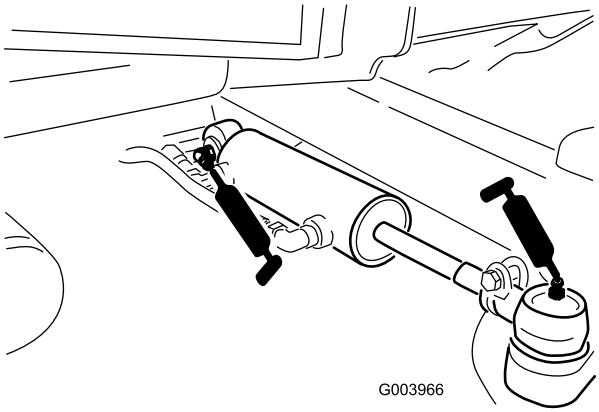

Figuur 51
- Kogelverbindingen van stuurcilinder (2) (Figuur 51)